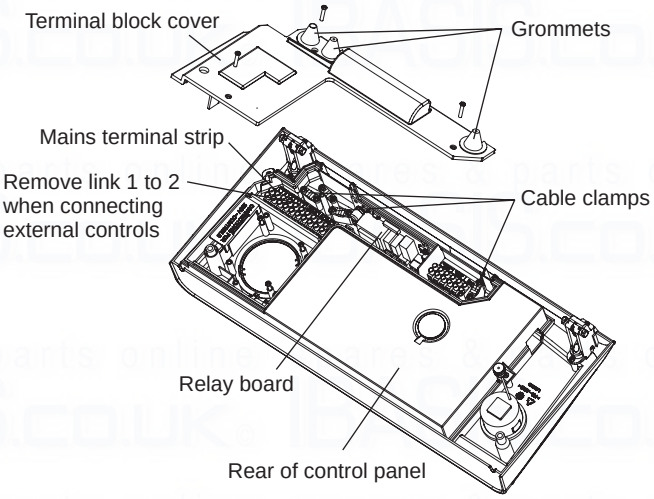

Fig. 4.14
4.10 CONNECT THE MAINS SUPPLY - Fig. 4.14
Remove the three screws securing the terminal block cover from the back of the control box (see Fig. 4.14). Pass the mains supply cable through the cable clamp and connect as follows:- Brown to L, Blue to N and Green/Yellow to ⏚. Ensure correct polarity.